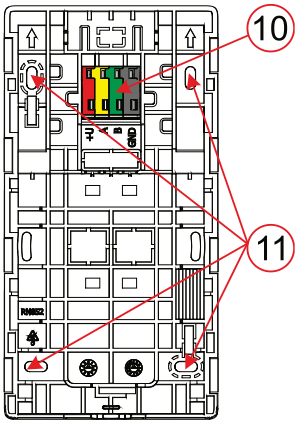

***Rysunek 3 – część tylna:*** ***10*** *– zacisk magistrali;* ***11*** *– otwory na śruby*
1. Proszę zdjąć tylną część (rys. 3) klawiatury. Jeśli nie można jej łatwo wyjąć, proszę otworzyć mechanizm blokujący, patrz rozdział "*Demontaż klawiatury*".
3. Proszę podłączyć poszczególne żyły kabla magistrali do zacisku magistrali (10) w następujący sposób:
4. Najpierw należy przymocować dolną krawędź klawiatury do tylnej części (wyrównać dolne boki) i wsunąć ją w dół, aż do usłyszenia kliknięcia zatrzasku (9). Zabezpieczy to klawiaturę przed wypadnięciem z tylnej części (rys. 3). Następnie należy przekręcić mechanizm blokujący (8) o 90° w prawo do pozycji, w której rowek wskazuje symbol. Zablokuje to klawiaturę na miejscu i włączy styk sabotażu.
- *Przypisanie jest możliwe poprzez wprowadzenie numeru seryjnego (5) do F-Link lub odpowiedniej aplikacji. Należy wprowadzić wszystkie numery podane pod kodem kreskowym (1400-00-0000-0001).*
- *Inną opcją przypisania jest użycie oprogramowania F-Link, w zakładce Devices -> Scan/Add new magistrala devices; lub poprzez naciśnięcie przycisku (2).*
Na spodniej stronie klawiatury proszę przekręcić mechanizm blokujący (8) w kierunku przeciwnym do ruchu wskazówek zegara o 90°, aż rowek będzie wskazywał symbol 🔓. Proszę włożyć płaski śrubokręt do otworu w klawiaturze (9) (proszę przesunąć śrubokręt w kierunku ściany), jednocześnie przesuwając klawiaturę do góry. Klawiaturę można następnie łatwo wyjąć z tylnej części (rys. 3).
**Autoryzacja** - może być wykonana poprzez wprowadzenie ważnego kodu dostępu na wirtualnej klawiaturze lub poprzez przyłożenie karty dostępowej / chipa. Autoryzacja zakończy się samoczynnie po 15 sekundach od ostatniego wykrytego dotknięcia ekranu lub natychmiast po naciśnięciu przycisku (2), lub może zostać zakończona przez ikonę wylogowania w lewym górnym rogu. Poszczególne ekrany i menu klawiatury oraz opcje sterowania systemem są włączone w oparciu o prawa dostępu użytkownika skonfigurowane w centrali alarmowej.